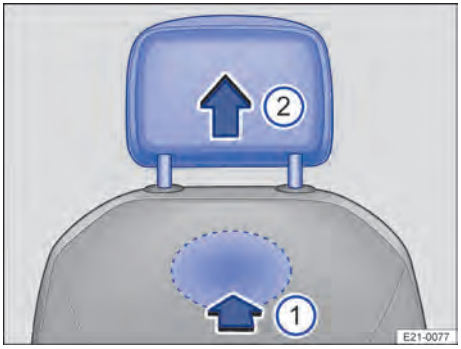

**Fig. 71** En la parte posterior del respaldo de los asientos delanteros: desmontar el apoyacabezas.
2. Para desbloquear el apoyacabezas, busque el rebaje situado en la parte posterior del respaldo por la zona marcada y presione con un dedo en el sentido de la flecha → fig. 71 ①.
4. Extraiga el apoyacabezas por completo en el sentido de la flecha → fig. 71 ②.